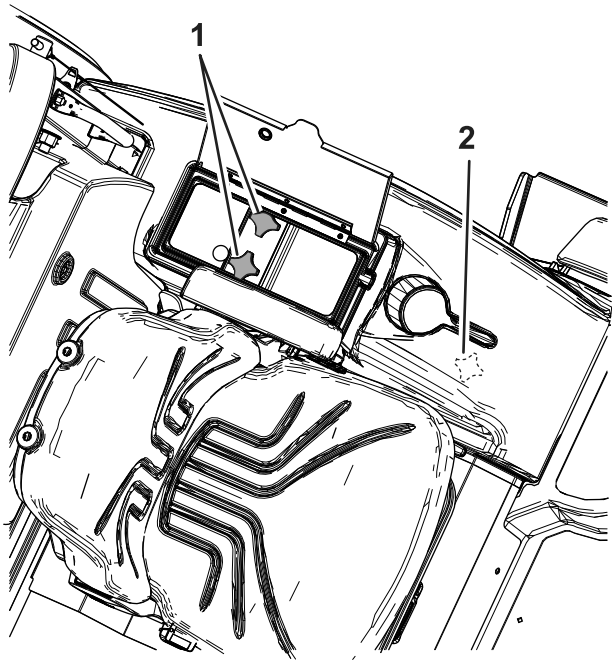

Figura 3
2. Retire los 3 pomos dentro del compartimento de almacenamiento (Figura 3).